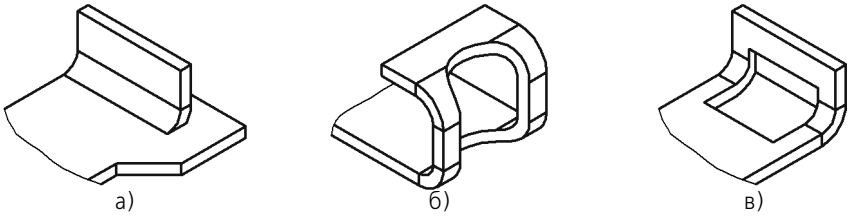

Рис. 111.5. Примеры листовых элементов, делающих невозможным разгибание сгиба:
- Элементы, затрагивающие сгиб, могут располагаться так, что разгибание или сгибание этого сгиба окажется невозможным (рис. 111.5, 111.6).